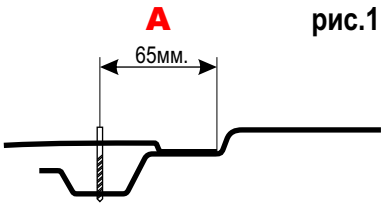
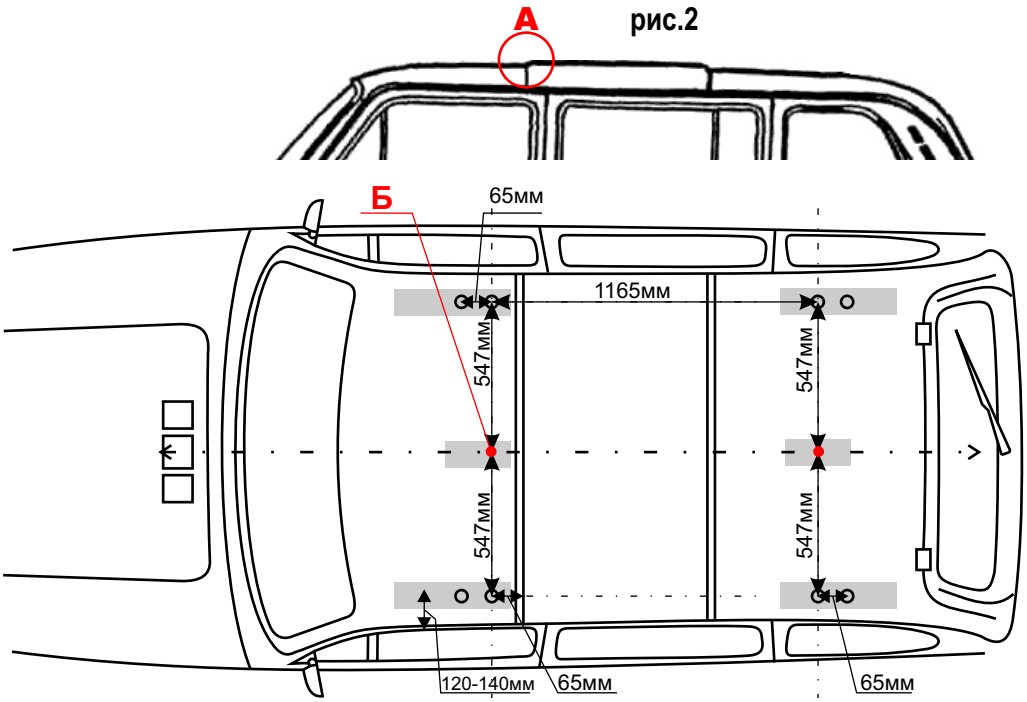

рис.1
рис.2
1. Размечаем отверстия в передней части автомобиля. Для чего от линии шва (стыковка передней и средней части крыши) в сторону лобового стекла отмеряем расстояние **65мм** (см.**рис.1**). В местах где необходимо произвести разметку наклеивается бумажный скотч. На **рис.2** серыми прямоугольниками обозначены места его расположения. Причем расстояние от водостока сбоку автомобиля до центра скотча ориентировочно 120-140мм.